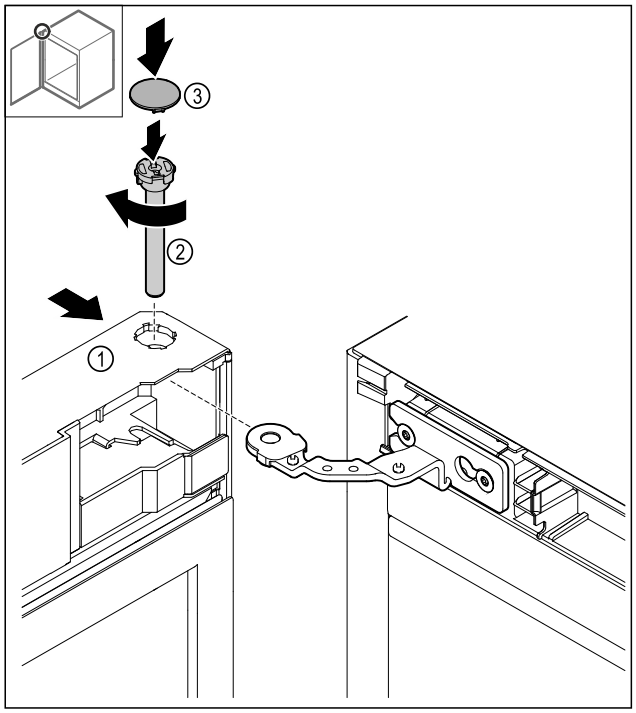

Fig. 46
- ▶ Glisați ușa *Fig. 46 (1)* sus pe balama.
- ▶ Introduceți bolțul *Fig. 46 (2)* și strângeți-l ferm în sens orar.
- ▶ Așezați capacul *Fig. 46 (4)*.